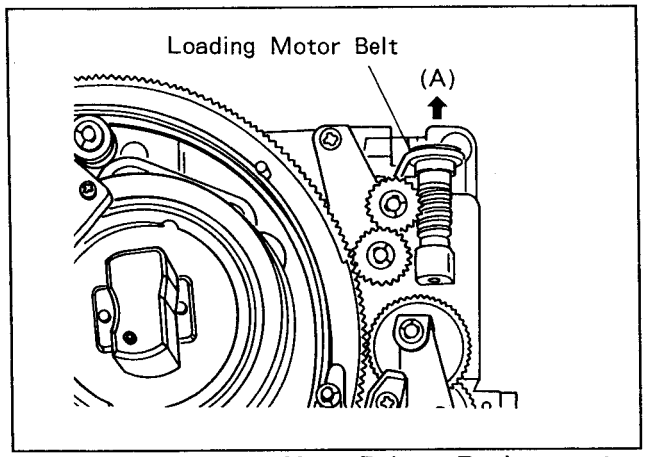

Fig. 6-16-1 Loading Motor Belt Replacement
1. Remove the top panel (Refer to item 2-1).
2. Remove the Loading Motor Belt to direction (A) as shown in Figure 6-16-1.
3. Direction (A) as shown in Figure 6-16-1.